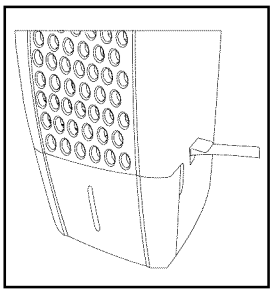

fig. 4
i. Place the bucket back in the unit and make sure that it is located correctly. (fig.4)